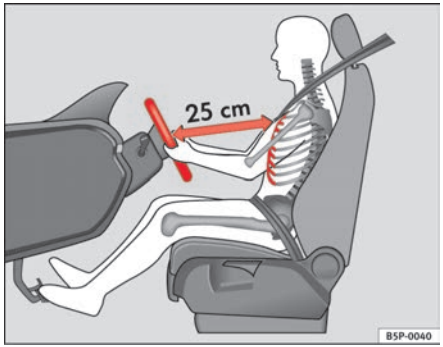

Fig. 1 The proper distance between driver and steering wheel
- Adjust the steering wheel so that there is a distance of at least 25 cm between the steering wheel and the centre of your chest ⇒ fig. 1.
- **Adjust the driver's seat so that there is at least 25 cm distance between the centre of the chest and the centre of the steering wheel ⇒ page 10, fig. 1. If you are sitting nearer than 25 cm, the airbag system cannot protect you properly.**